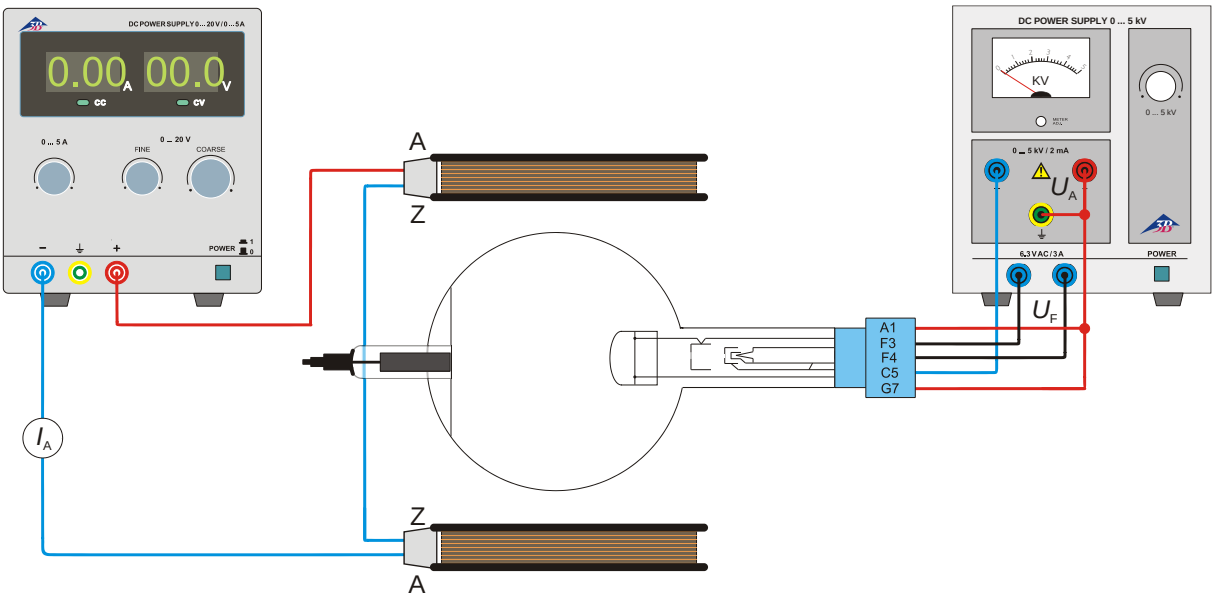

Fig. 3 Évaluation de la charge électronique spéci-fique e/m
- Procédez au câblage comme le montre la figure 3.